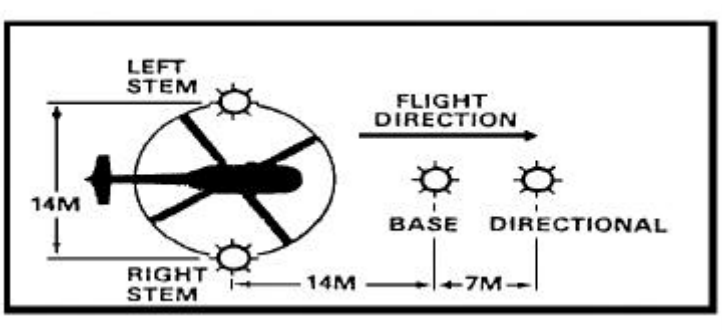

Figure 2-2. Inverted Y
• •Lighting. In a forward area, usually you light landing zones only when US or friendly forces have air superiority. If night lighting is required, use the beanbag light set. The inverted Y is the recommended system for approach cues. Use at least two lights to mark the touchdown point. All lights should be hooded or turned upside down for security until the last practical moment when helicopters are inbound. Figure 2-2 shows the layout of the inverted Y.